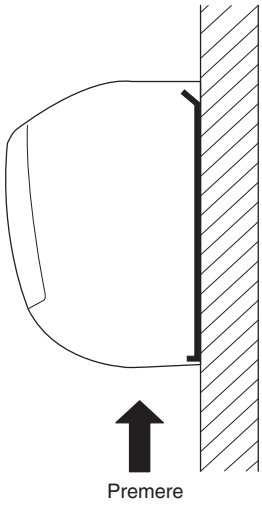

Fig. 3-33
(3) Premendo i due contrassegni △ impressi sulla parte inferiore dell'unità interna sganciare le linguette. Sollevare quindi l'unità per rimuoverla. (Fig. 3-33)